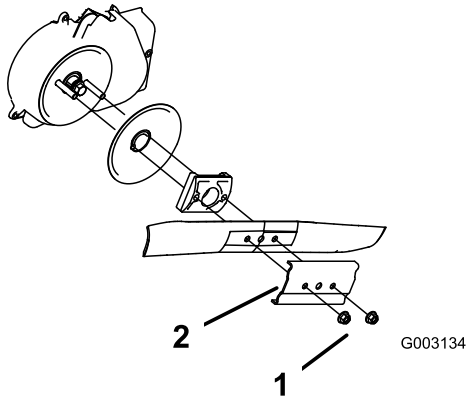

Figure 30
3. Retirez les 2 écrous de la lame et le renfort (Figure 30).
4. Déposez la lame (Figure 30).
5. Posez la nouvelle lame (Figure 30).